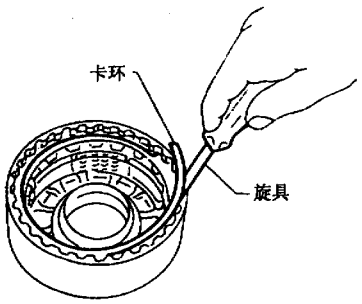

图 9－13－71
(3) 拆下主动片、从动片、挡片和碟形片。
(4) 如图 9－13－72 所示，把工具装到弹簧架上，从倒档离合器鼓上拆下卡环。注意：工具要直接装到弹簧上，不要过度弯曲卡环。
(5) 拆下弹簧架和回位弹簧。注意：回位弹簧不要从弹簧架上拆下来。